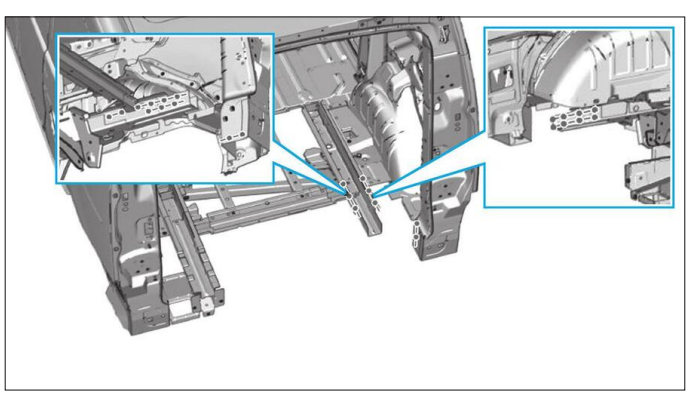

FIG. 113
• Préparer les bords d'accostage et les protéger par un apprêt soudable **(Fig.113)**.